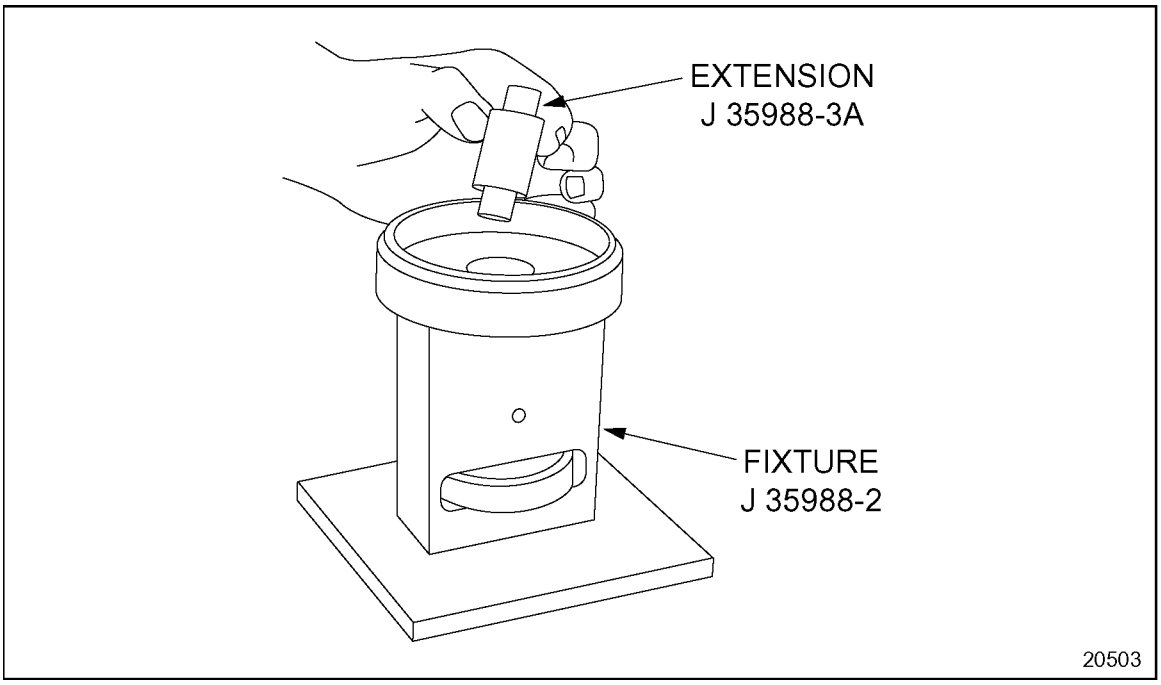

Figure 4-54 Support Installation (FM)
12. Install J 35988-3A, part of tool set J 35988-D, to the fixture tool. See Figure 4-54.